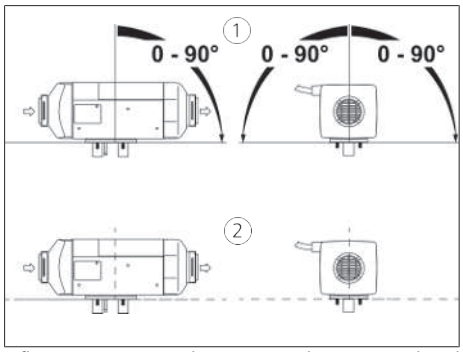

Afb. 3 Toegestane inbouwpositie benzine en diesel
①	Diesel
②	Benzine: uitsluitend horizontaal
- ✓ Zorgen voor correcte inbouwpositie. Zie Afb. 3.